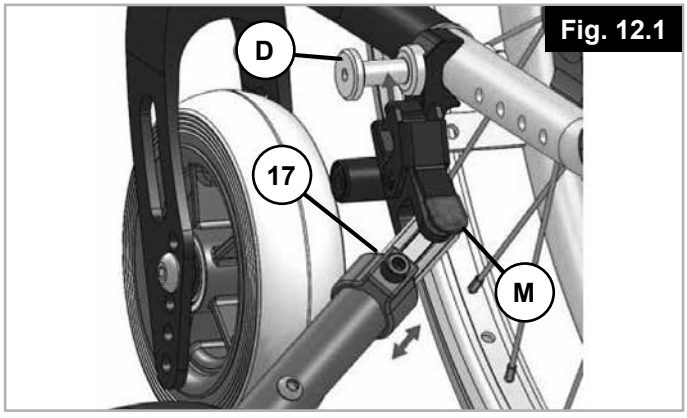

Fig. 12.1
Open de vergrendeling door aan beide zijdes op de rode hendel (M) te drukken. Vervolgens kan de duwondersteuning van de rolstoel worden verwijderd. (fig. 12.1).